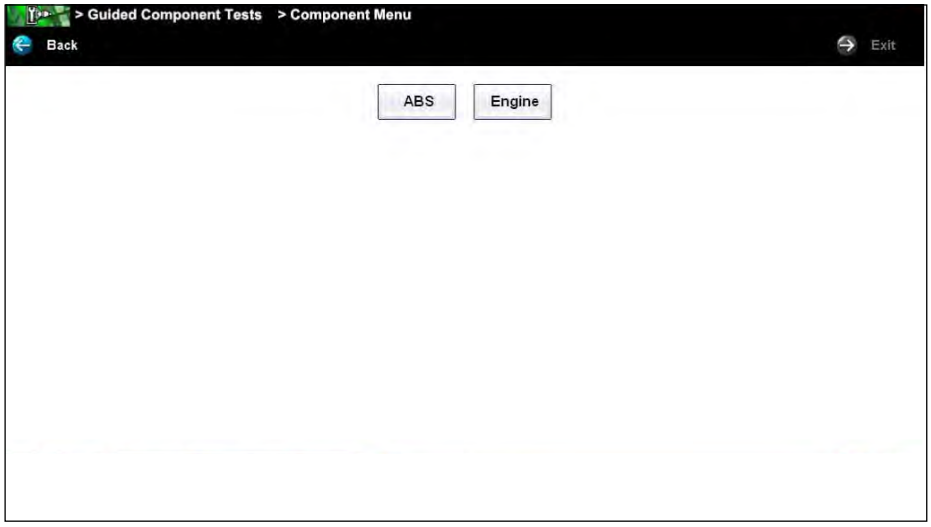

Figure 7-4 *Sample available tests list*
7. From the confirmation dialog box, select **OK** to continue, or **Cancel** to return to the engine list. A list of tests available for the identified vehicle displays (Figure 7-4).